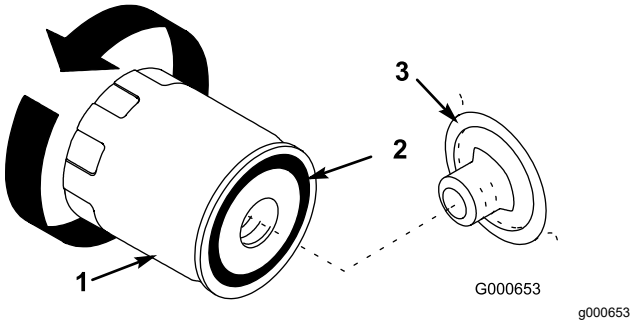

Rysunek 26
7. Wyjmij stary filtr i wytrzyj powierzchnię uszczelki adaptera filtra (Rysunek 26).
10. Nanieś cienką warstwę świeżego oleju na gumową uszczelkę nowego filtra (Rysunek 26).
11. Zainstaluj nowy filtr oleju w adapterze. Obracaj filtr oleju w kierunku zgodnym z ruchem wskazówek zegara, aż gumowa uszczelka zetknie się z adapterem, a następnie obróć filtr o dodatkowe pół obrotu (Rysunek 26).